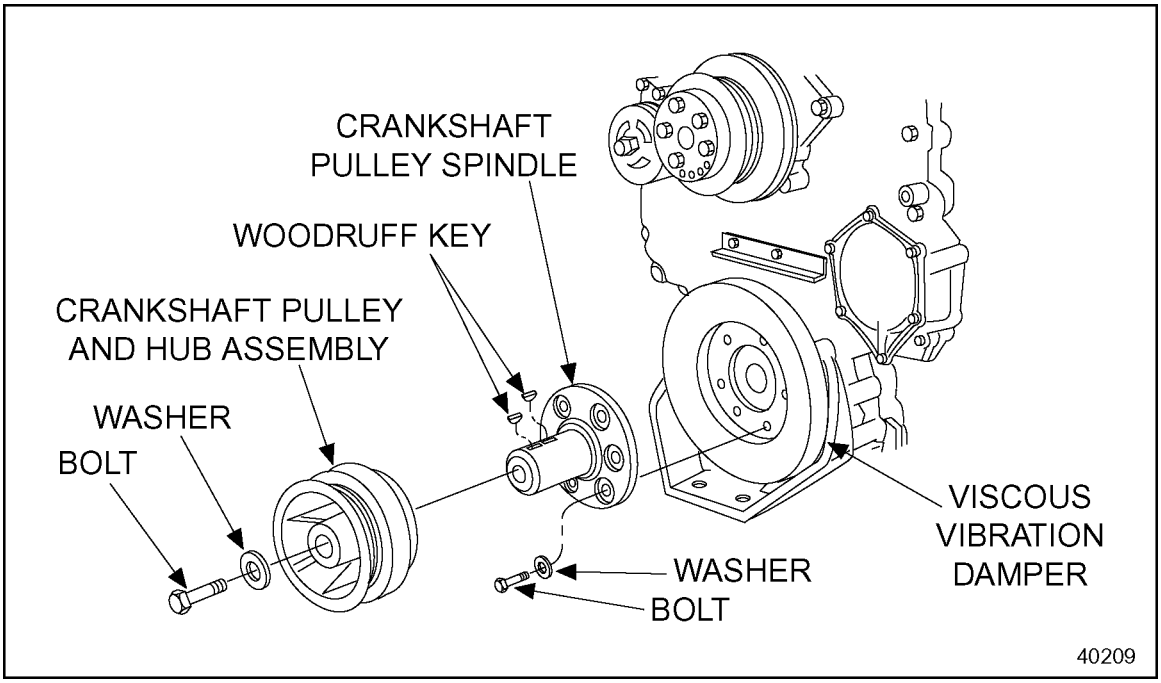

Figure 1-240 Crankshaft Pulley and Hub Assembly Installation with Spindle
6. Install the crankshaft pulley spindle over the guide studs, onto the crankshaft and against the vibration damper. The crankshaft pulley spindle may be installed in any position. See Figure 1-240.